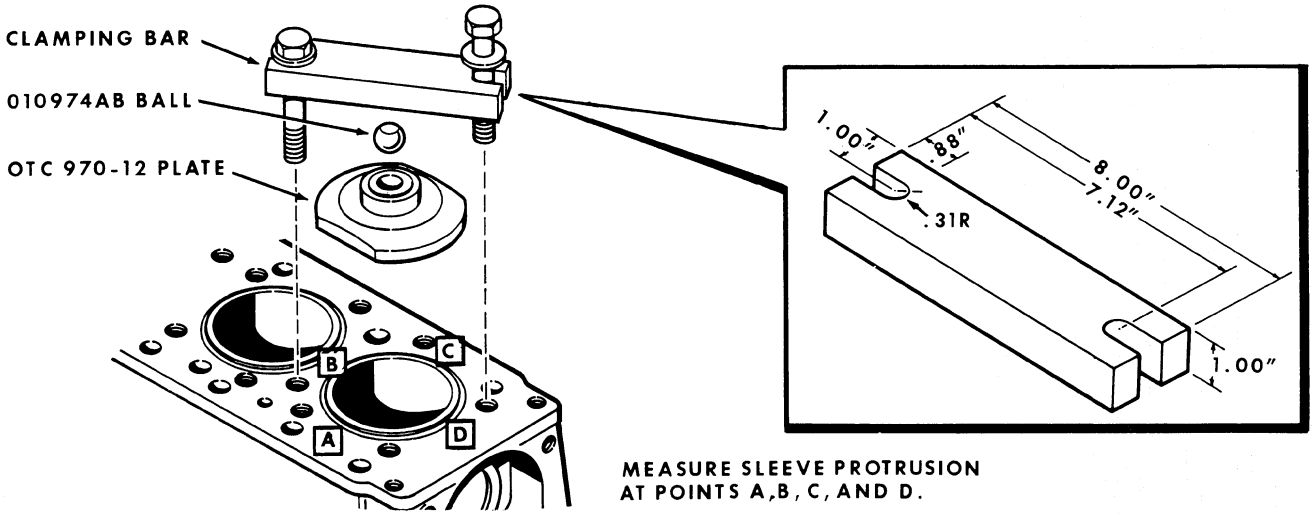

Figure L-2
3. Using plate OTC970-12* from cylinder sleeve puller OTC970*, 010974AB ball and clamping bar, clamp the cylinder sleeve in place, Figure L-2. Torque the hold down capscrews evenly to 50 foot pounds. **NOTE** Refer to Figure L-2 for clamping bar dimensions.